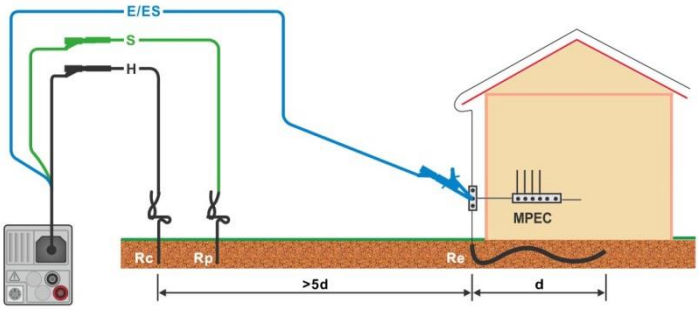
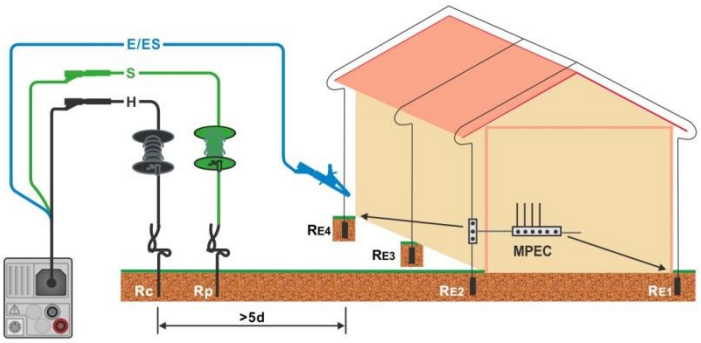

Figure 7.60: Resistance to earth, measurement of main installation earthing
Figure 7.61: Resistance to earth, measurement of a lighting protection system
- Connect test leads to the object under test, see ***Figure 7.60*** and ***Figure 7.61***.